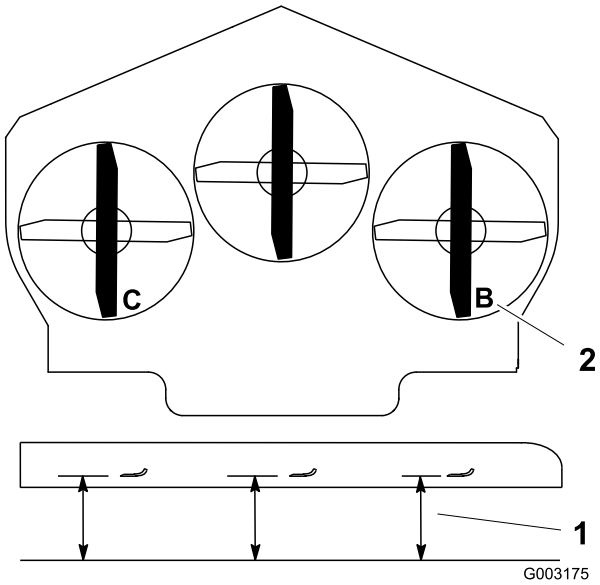

Figur 75
1. Ställ in den högra knivens främre-bakre lutning (Figur 75).
2. Mät den högra kniven vid punkt **B**, från en plan yta till knivens egg (Figur 75).
4. Ställ in den vänstra knivens främre-bakre lutning (Figur 75).
5. Mät vänster kniv vid punkt **C** (Figur 75), från en plan yta till knivens egg.